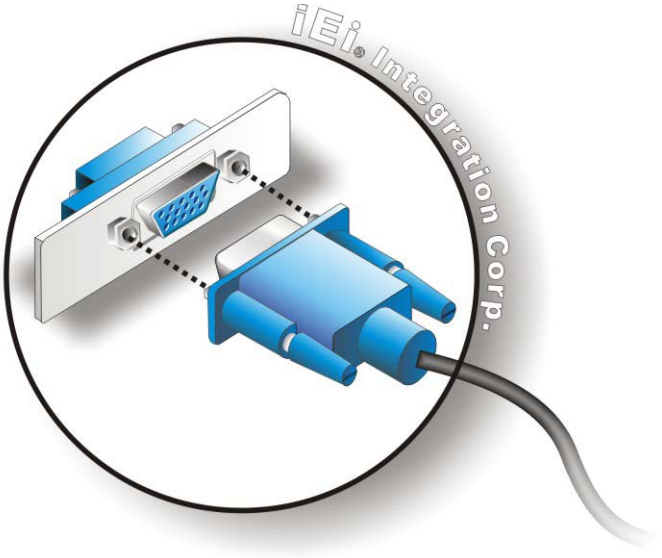

Figure 4-12: VGA Connector
Step 7: **Insert the VGA connector** Once the connectors are properly aligned with the insert the male connector from the VGA screen into the female connector on the NANO-KBN-i1. See **Figure 4-12**.